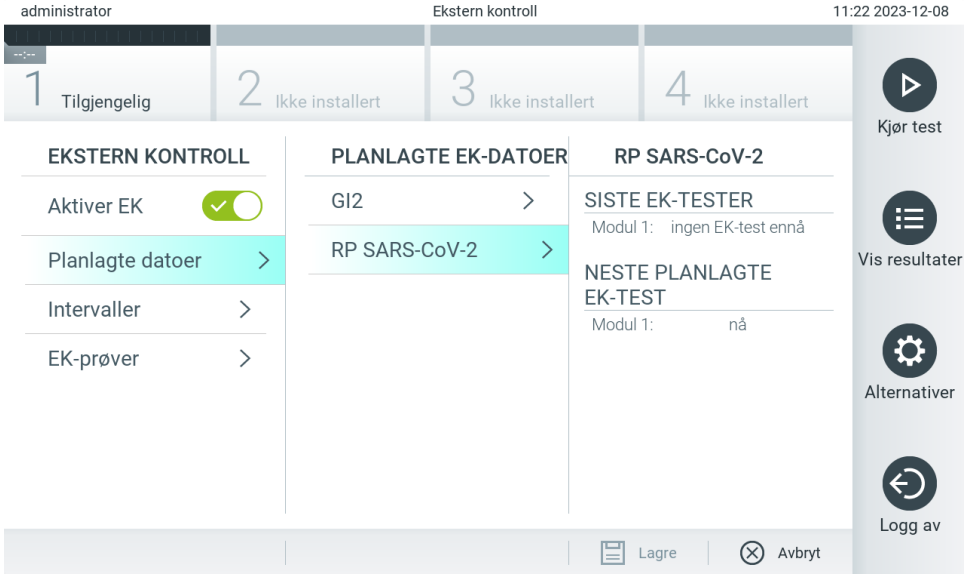

Figur 77. Skjermbildet External Control Due Dates (Forfallsdatoer for ekstern kontroll).
4. Velg **Intervals** (Intervaller) og deretter en analyse fra listen for å konfigurere intervallet etter. En påminnelse vises for å minne brukerne om at en ekstern kontrolltest må utføres for den valgte analysen hvis intervallet er utløpt (figur 77).